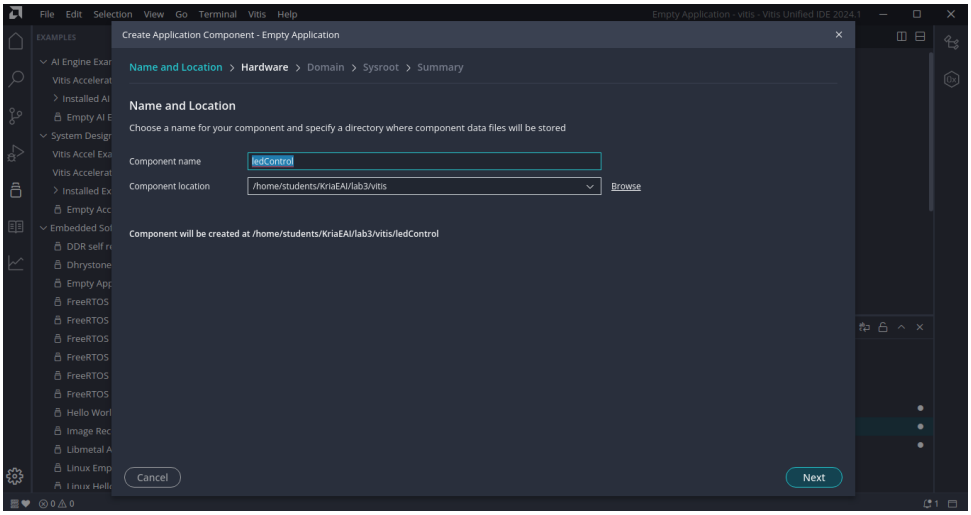

Figure 23: Empty Application Creation: Name
9. Then select **Create Application Component from Template**. Then give the application a name(e.g. ledControl). Click **Next**. Refer figure 23.